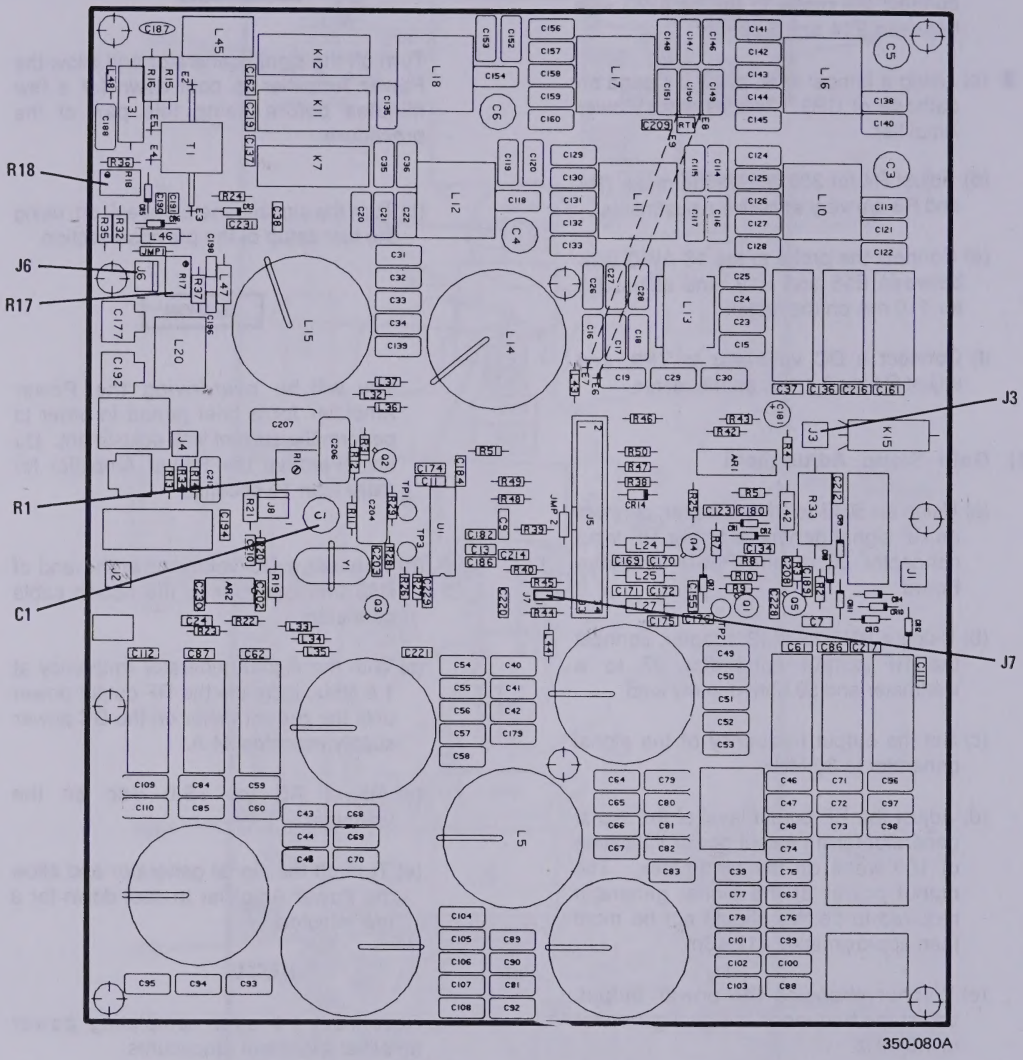

Figure 6-6. Low Pass Filter PWB Assy
e. LOW PASS FILTER PWB ASSY A1A5 (figure 6-6)
(1) C1, Frequency Adjustment; R1, Level Adjustment